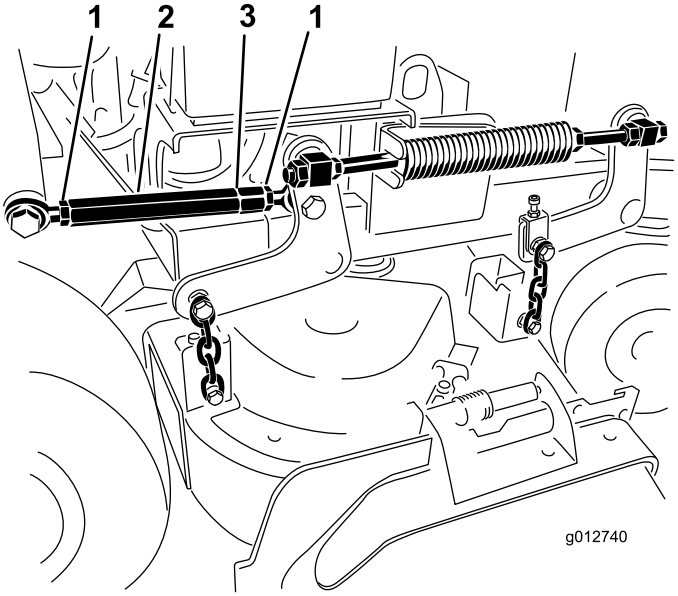

Bild 86
7. Lösen Sie die Klemmmuttern an beiden Seiten der Spannschraube (Bild 86).
Hinweis: Das Ende der Spannschraube mit der Rille hat ein Linksgewinde (Bild 86).